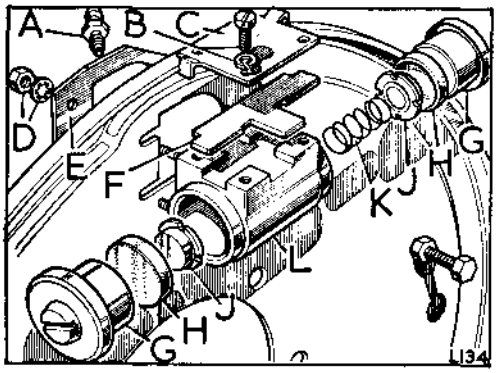

**Fig. H1-83. Wheel cylinder components**
3. Assemble the wheel cylinder (see Fig. H1-83) ensuring that the seals are located with their flat backs against the piston.